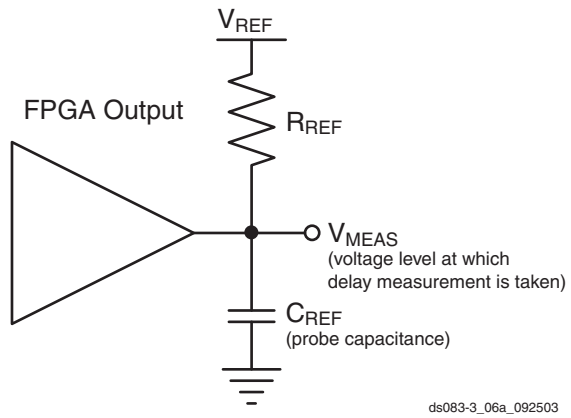

*Figure 6:* **Generalized Test Setup**
5. Note that this is an input voltage reference that bears no relation to the $V_{REF}$ / $V_{MEAS}$ parameters found in IBIS models and/or noted in Figure 6.
Output delays are measured using a Tektronix P6245 TDS500/600 probe (< 1 pF) across approximately 4" of FR4 microstrip trace. Standard termination was used for all testing. (See ***Virtex-II Pro Platform FPGA User Guide*** for details.) The propagation delay of the 4" trace is characterized separately and subtracted from the final measurement, and is therefore not included in the generalized test setup shown in Figure 6.